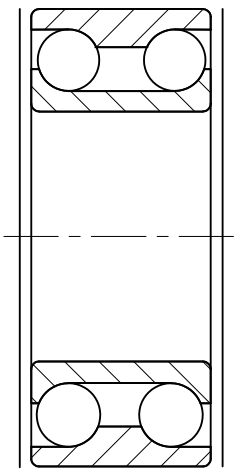

***Figure 18-8** The modified xref BEARING drawing*
3. Open the BEARING drawing and make the changes shown in Figure 18-8 (draw polylines on the sides). Now, save the drawing with the file name BEARING.